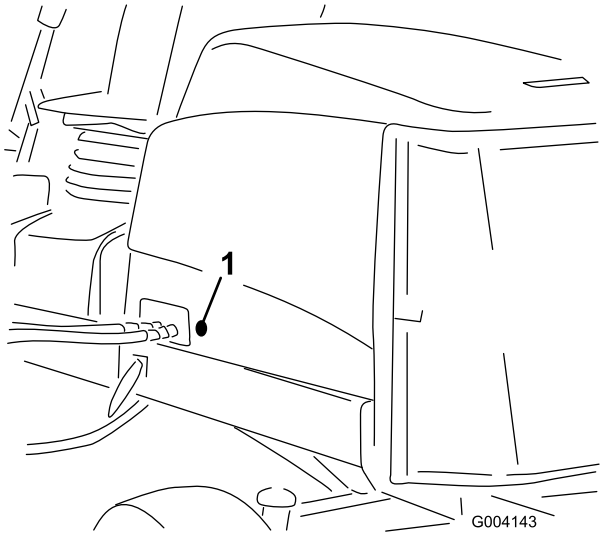

Figuur 16
2. Verwijder de rubberen ring uit de opening in de linkerkant van de motorkap (Figuur 16).